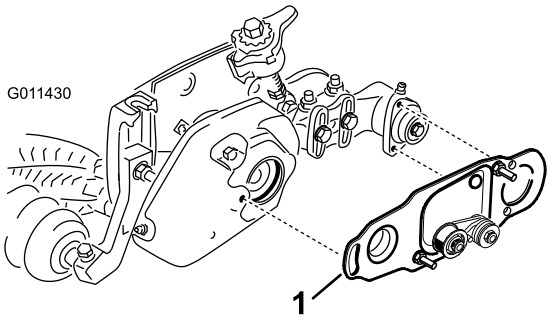

Figure 46
5. Si une brosse de rouleau est montée, vérifiez que la plaque de la brosse (Figure 46) est parallèle à la plaque du plateau de coupe et qu'elle est complètement insérée dans les rondelles de caoutchouc.